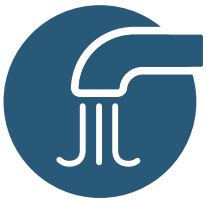

Abbildung 22
5. Drücken Sie die EIN-/AUS-Taste zum Füllen der Classic Line 2 Badewanne. Die Einfüllautomatik schaltet sich aus, wenn das Wasser den automatischen Füllstandsensor erreicht hat. Durch erneutes Drücken der EIN-/AUS-Taste zum Füllen der Badewanne läuft weiteres Wasser ein. Siehe Abbildung 22.